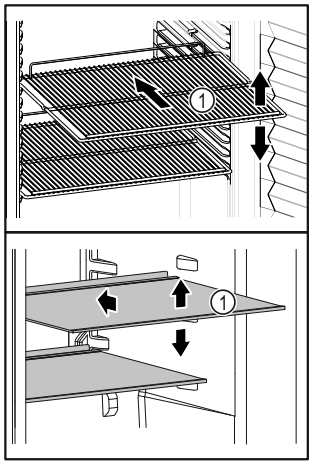

Fig. 20 Voorbeeld
- ❑ Als draagplateaus *Fig. 20 (1)* verstelbaar zijn, kunnen deze in de hoogte worden aangepast.